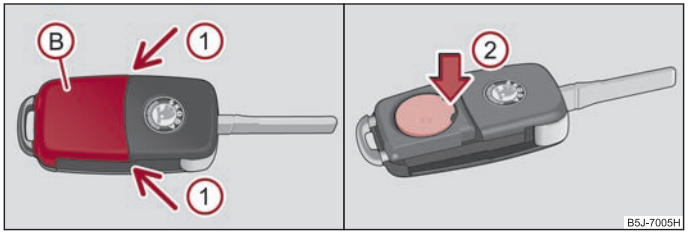

Fig. 23 Remote control key – remove cover / remove battery
Each remote control key contains a battery which is housed under the cover (B) ⇒ fig. 23. If the battery is discharged, the red indicator light (A) does not light up after pressing a button on the remote control ⇒ fig. 23. Change the battery as follows:
- Carefully press off the cover at the points of the arrows (1).
- Remove the discharged battery from the key by pressing the battery downwards at the point of the arrow (2) ⇒ fig. 23.